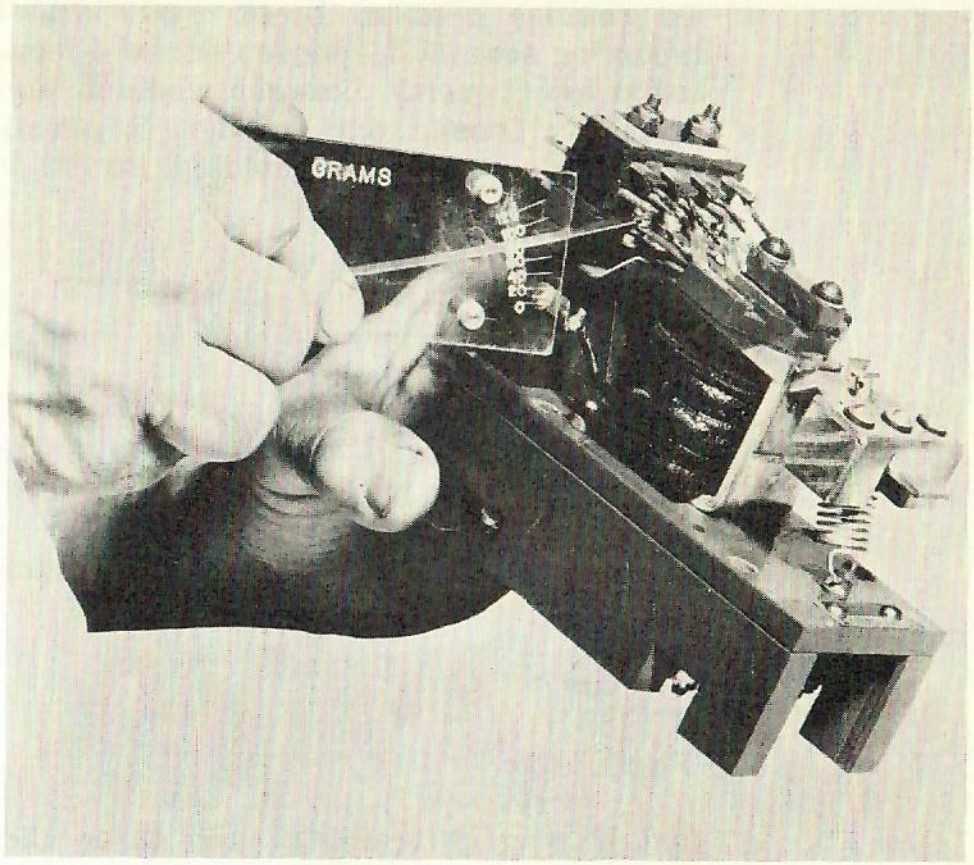

Fig. 20-20
(4) Measure final tip pressure (minimum 50 grams) using gram gage. Press tip of gram gage against contact finger near tips, to just break a closed contact - Fig. 20-20.
(5) Adjust calibrating spring to set pick-up and drop-out values only after repairs requiring recalibration.
(6) Check pickup and dropout by using 75 volts (battery voltage) in series with rheostats of proper rating.